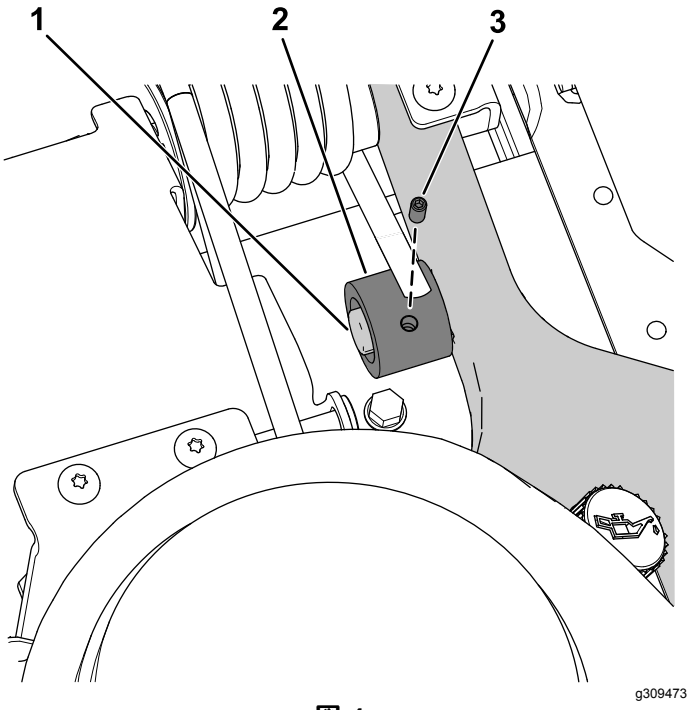

図 4
5. 固定ねじで、スプリングスペーサをスイングアームポストに固定する図 4。